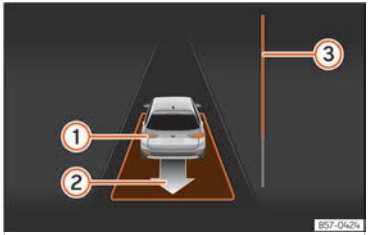

Fig. 146 On the instrument panel display: driving off from perpendicular parking.
- Reverse until the continuous ParkPilot signal sounds; **OR:** reverse until the instrument panel display shows the forward indication. The progress bar ››› Fig. 146 ③ indicates the distance to cover.